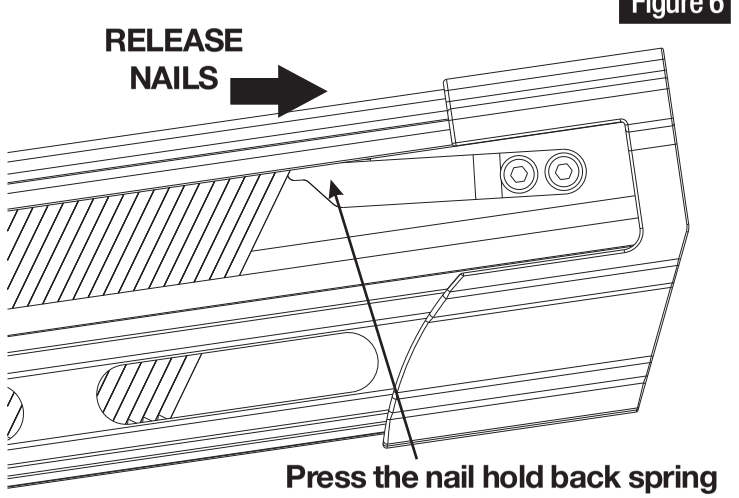

Figure 6
- ☐ Slide the fastener to the rear magazine. Once the nails have slid back to the hold back spring, press the tab on the hold back spring to push the spring back and allow the nails to come out of the magazine. (See figure 6)